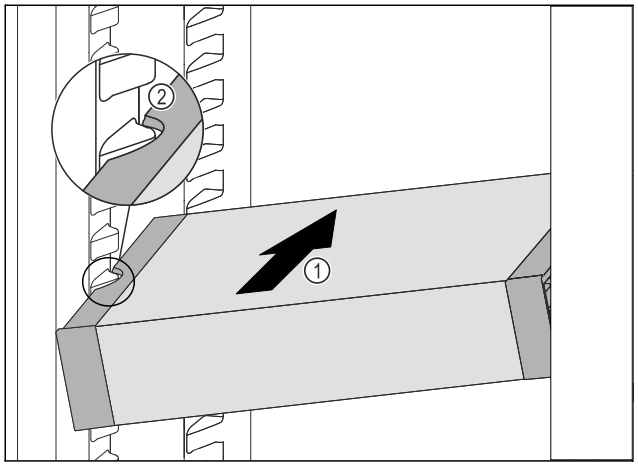

Fig. 173
▶ Împingeți VarioSafe oblic în frigider *Fig. 173 (1)*, până când degajările laterale *Fig. 173 (2)* ale VarioSafese află la înălțimea nervurii recipientului din frigider.